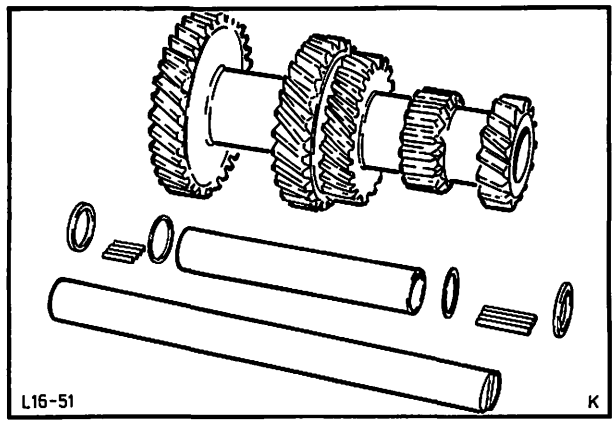

Abb. 66 Vorgelegezahnradblock zerlegt
40. Blindwelle, Distanzrohr, je 19 Lagernadeln mit Abstandscheiben von beiden Seiten des Zahnradblockes entfernen, Abb. 66.